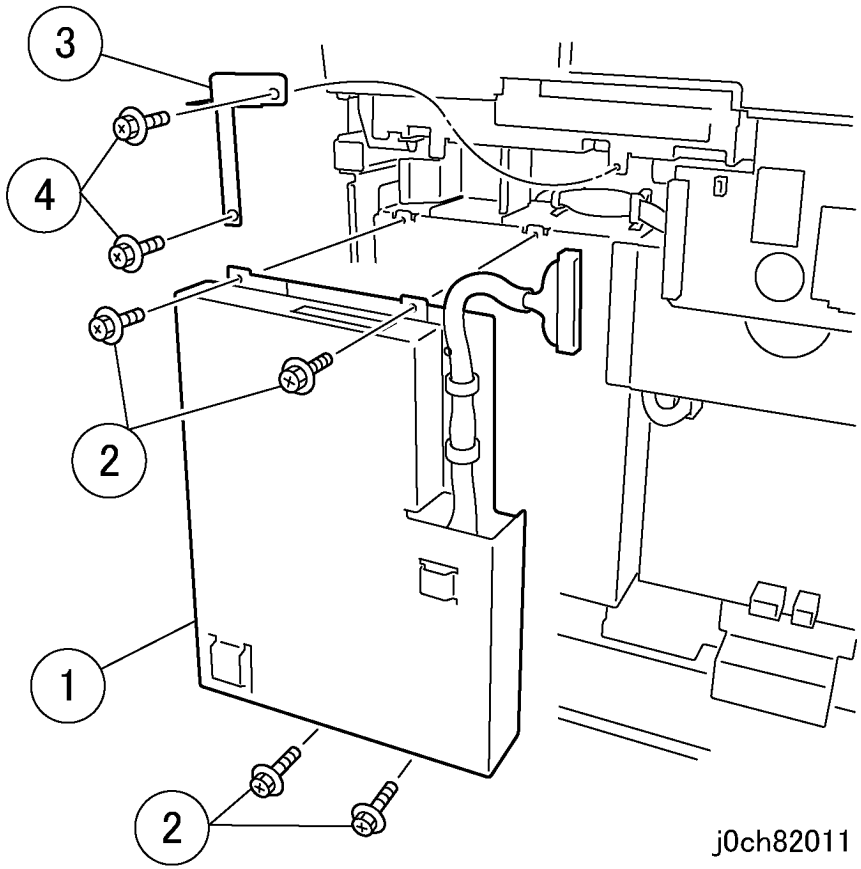

Рисунок 7 Установка блока факса (j0ch82011)
6. Установите блок факса (рисунок 7).